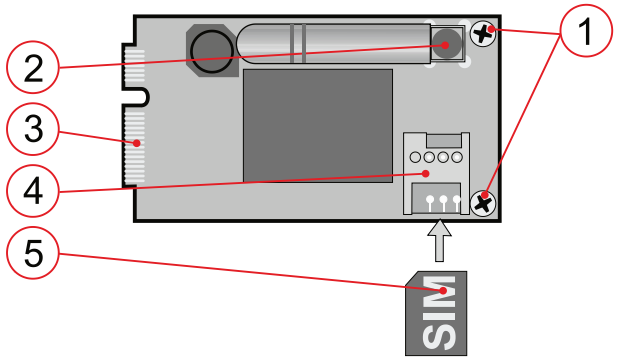

Fig.1 : El comunicador JA-194Y
e) **Conecte la antena GSM** al conector (2.) del módulo de comunicación (incluido con el JA-194Y). Al instalar la antena, siga la orientación que se muestra en la fig. 1.